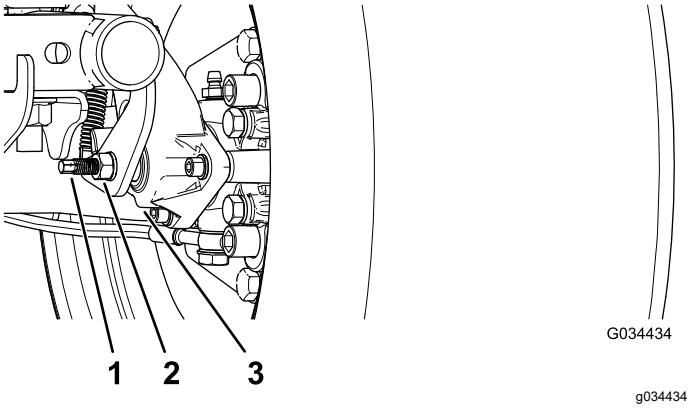

Figur 49
3. Bruk to skiftenøkler, og hold justeringsstangen på kaliperen på plass med én skiftenøkkel og løsne låsemutteren 1/4 omdreining med den andre skiftenøkkelen (Figur 49).
4. Mens du holder justeringsstangen og låsemutteren på plass, vrir du justeringsstangen innover for å stramme (Figur 49).
5. Mens du holder justeringsstangen og låsemutteren på plass, løsner du 1/4 omdreining (Figur 49).
6. Mens du holder justeringsstangen og låsemutteren på plass, strammer du låsemutteren (Figur 49).